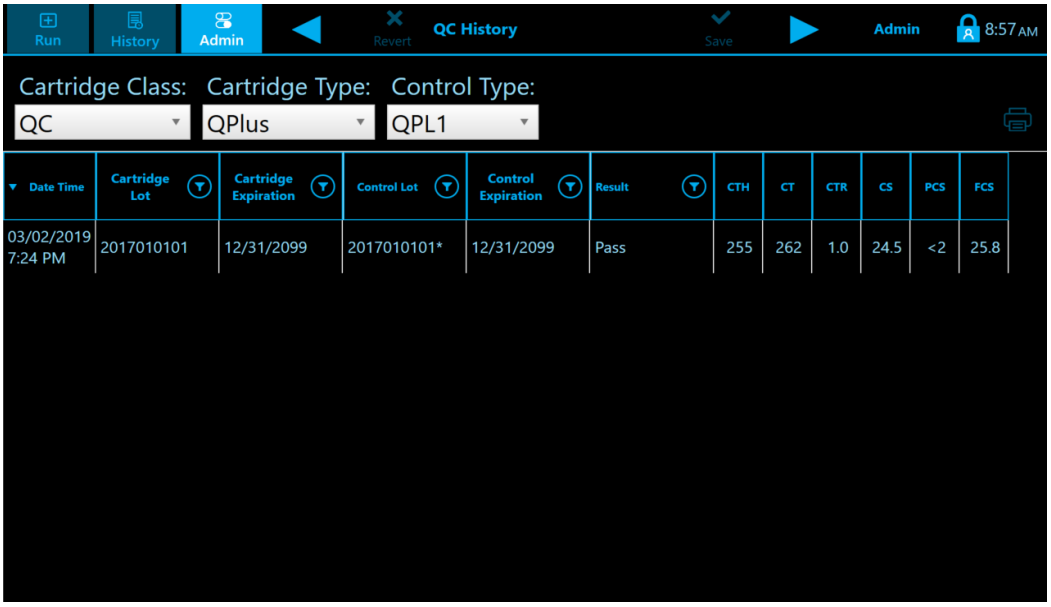

Figure 51. External QC History Screen
Selecting the QC History category displays the External QC material assayed on the Quantra Analyzer(Figure 51). The administrator can sort or filter results by each column. If configured and connected, these external QC results will be automatically transferred to the POCT/LIS (See Remote Systems).
3. A dialog box appears with instructions to enter a barcode. Scan the control barcode from the diluent vial, Scan 1 on the value assignment card, or type in the barcode. When a properly formatted barcode is recognized, the display (Figure 51(example shows control material)) is expanded to show:
ii. Minimum and Maximum Target Range [external control material] (Figure 51)